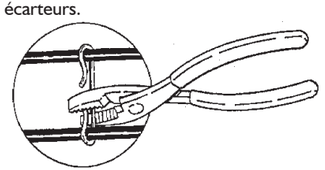

Figure 18. Presser les écarteurs avec les pinces
Resserrer les pinces et les écarteurs de câbles. Resserrer les pinces et les écarteurs sur le toit. Vous pouvez le faire avec les doigts ou avec des pinces. Si vous utilisez des pinces, pressez doucement et avec précaution pour éviter d'étrangler, d'onduler, de couper ou d'endommager autrement le câble (voir Figure 18). Ne pas utiliser un marteau pour resserrer les pinces et les écarteurs.
Lorsque vous connaissez la longueur de câble nécessaire, l'étape suivante consiste à installer les écarteurs et à acheminer le câble dans la descente pluviale. Les écarteurs doivent être fixés au câble tous les 6 po afin que le câble ne se touche pas dans la descente pluviale. Vous devez resserrer les écarteurs avant que le câble ne soit installé dans la descente pluviale. Vous pouvez le faire avec les doigts ou avec des pinces. Si vous utilisez des pinces, pressez doucement et avec précaution pour éviter d'étrangler, d'onduler, de couper ou d'endommager autrement le câble (voir Figure 18). Ne pas marteler pour resserrer les pinces et les écarteurs. Mettre le câble dans la descente pluviale à l'aide d'un fil à plomb.
- Pendant que le câble est en train d'être posé dans la gouttière, les écarteurs peuvent être resserrés avec les doigts ou des pinces. Si vous utilisez des pinces, pressez doucement et avec précaution pour éviter d'étrangler, d'onduler, de couper ou d'endommager autrement le câble (voir Figure 18). Ne pas utiliser un marteau pour serrer les pinces et les écarteurs.